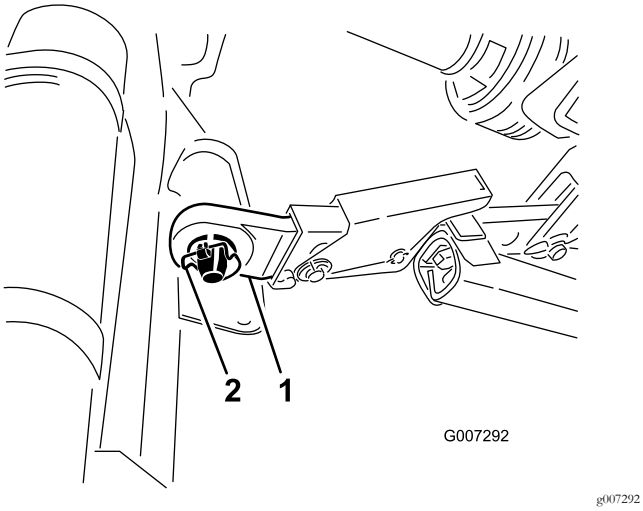

Figur 6
5. Fest de venstre og høyre nedre koblingsarmene til koblingstappene (Figur 6).
6. Fest de nedre leddarmene til koblingstappene med ringstiftene (Figur 6).